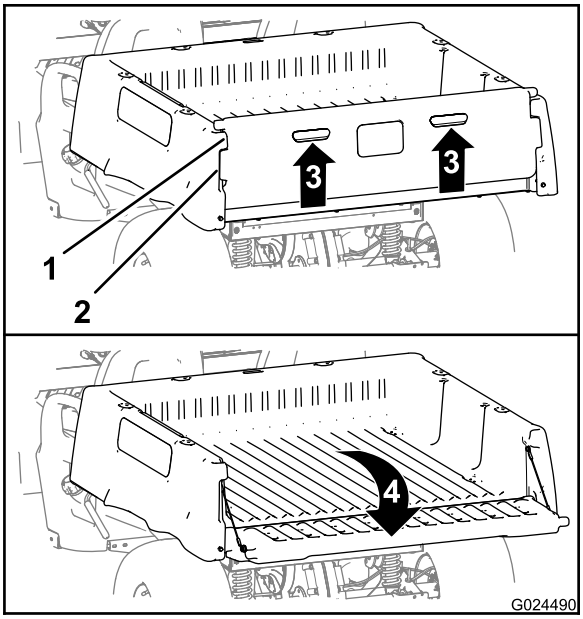

**Figur 15**
2. Lyft upp med hjälp av handtaget på flakskyddets bakpanel (Figur 15).
3. Rikta in flakskyddets låsflänsar efter öppningarna mellan lastlådans flakskyddsflänsar (Figur 15).
4. Fäll flakskyddet bakåt och nedåt (Figur 15).
6. Fäll flakskyddet uppåt och framåt tills flakskyddets låsflänsar är i linje med flakskyddsfördjupningen i lastlådan (Figur 15).
7. Fäll flakskyddet bakåt tills det sitter på plats bak på lastlådan (Figur 15).